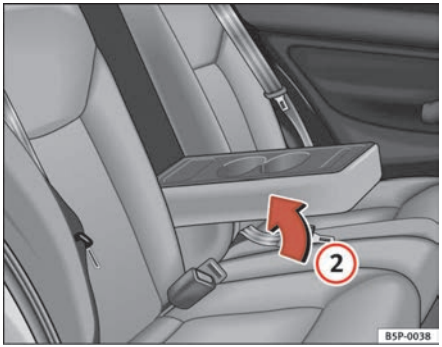

Fig. 110 Rear armrest/drink holder
– To close, lift the Drink holder*/ armrest* in the direction of the arrow ⇒ page 139, fig. 110 (2).